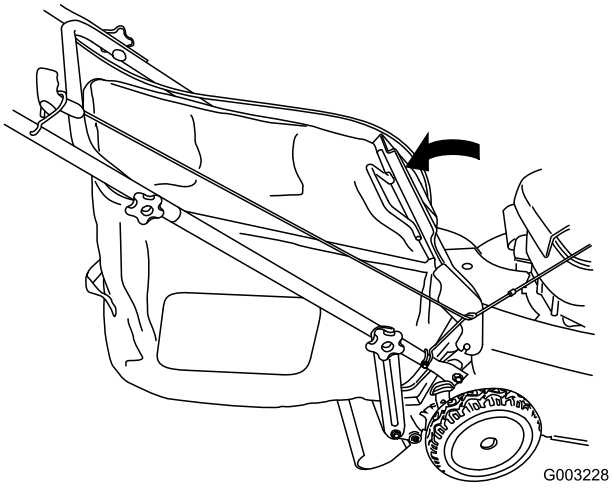

Figur 25
5. Sänk den bakre luckan (Figur 25).